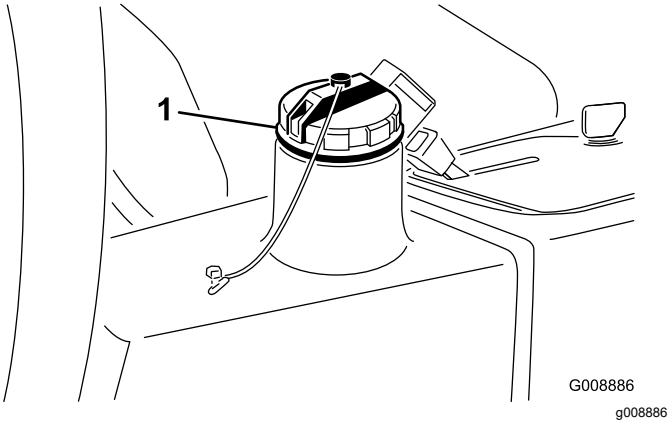

Figuur 81
4. Vul het reservoir (Figuur 81) met ongeveer 13,2 liter hydraulische vloeistof; zie Hydraulische vloeistof controleren (bladz. 28).